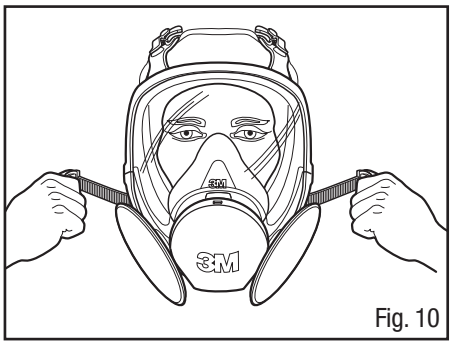

Fig. 10
2. Jale los extremos de las cuatro bandas para ajustar, empiece con las bandas para el cuello, después por las de la sienes y por último con las de la frente. No apriete demasiado las bandas (Fig. 10).